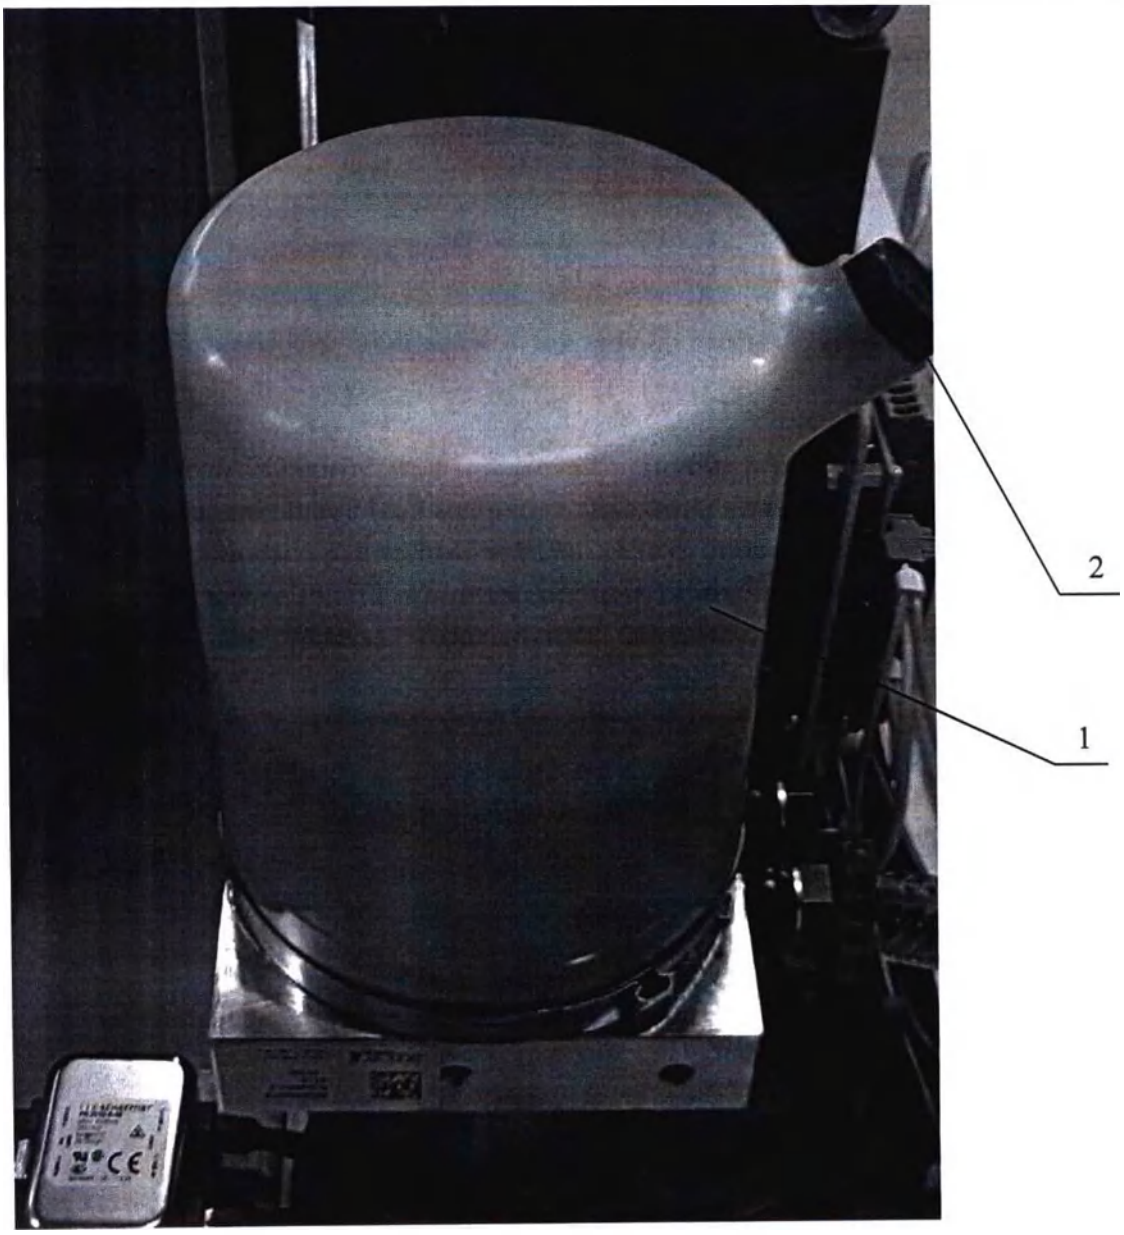

Рисунок 26. Проверка уровня масла.
- проверьте уровень масла в бачке 1 (Рисунок 26);